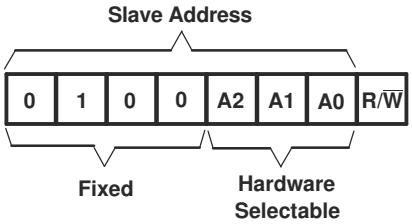
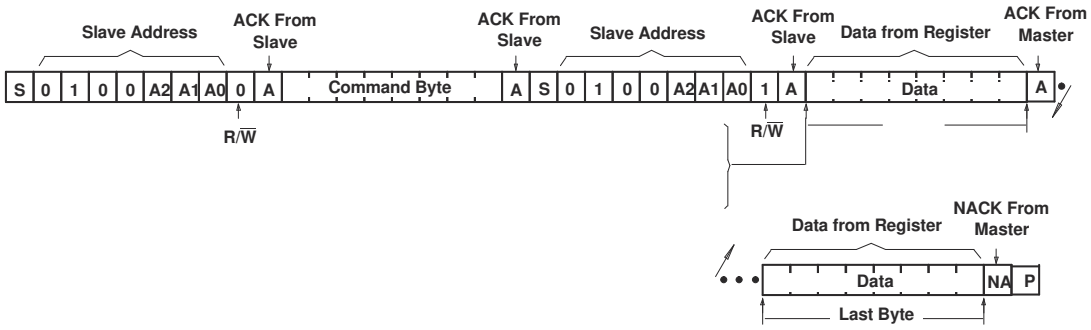

**図 8-6. PCA9554 Address**
**図 8-10. Read From Register**
図 8-6 shows the address byte for the PCA9554.
Data is transmitted to the PCA9554 by sending the device address and setting the least-significant bit to a logic 0 (see 図 8-6 for device address). The command byte is sent after the address and determines which register receives the data that follows the command byte. There is no limitation on the number of data bytes sent in one write transmission.
The bus master first must send the PCA9554 address with the least-significant bit set to a logic 0 (see 図 8-6 for device address). The command byte is sent after the address and determines which register is accessed. After a restart, the device address is sent again but, this time, the least-significant bit is set to a logic 1. Data from the register defined by the command byte then is sent by the PCA9554 (see 図 8-10 and 図 8-11). After a restart, the value of the register defined by the command byte matches the register being accessed when the restart occurred. Data is clocked into the register on the rising edge of the ACK clock pulse. There is no limitation on the number of data bytes received in one read transmission, but when the final byte is received, the bus master must not acknowledge the data
C. This figure eliminates the command byte transfer, a restart, and slave address call between the initial slave address call and actual data transfer from P port. See 図 8-10 for these details.